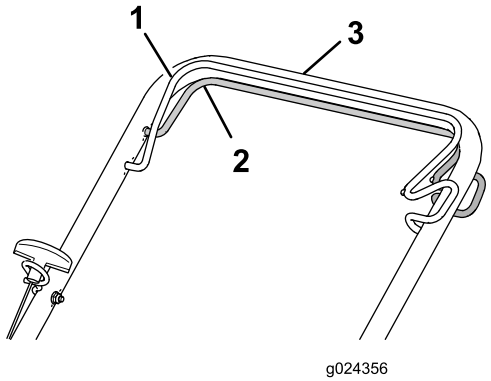

Figur 14
- **Så här aktiverar du självdrivningsfunktionen:** Dra in självdrivningsstången mot handtaget och håll kvar den där (Figur 14).